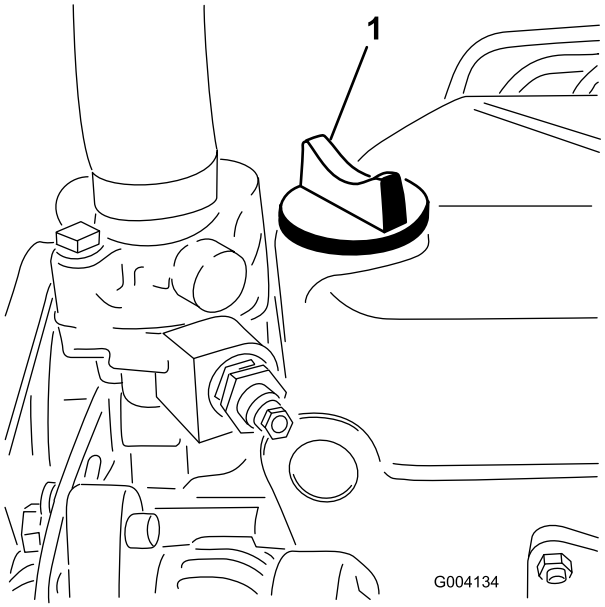

Rysunek 31
5. Jeżeli poziom oleju znajduje się poniżej oznaczenia Full na wskaźniku bagnetowym, odkręć korek wlewu (Rysunek 31) i dolewaj olej aż poziom osiągnie to oznaczenie.